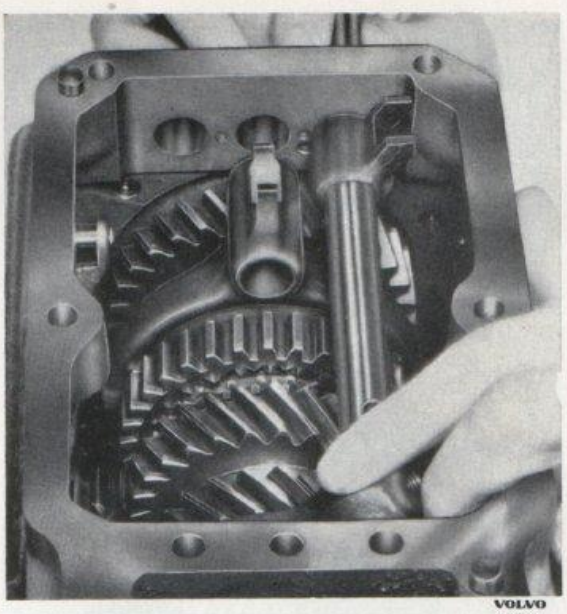

Bild 3-29. Montering av skiftgafflar och -axlar
8. Montera skiftaxlar och -gafflar. Sätt därvid först ned båda gafflarna på sina platser innan axlarna monteras, se bild 3-29. För över skiftgaffeln (37) till 1:ans läge vid montering av spännstiftet. Använd nytt stift. Montera kåpan över skiftaxlarna.